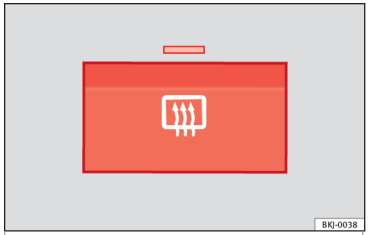

Rys. 150 Wraz z regulacją klimatyzacji: przełącznik podgrzewanej tylnej szyby.
– Nacisnąć przycisk ogrzewania lusterek ››› **rys. 150**